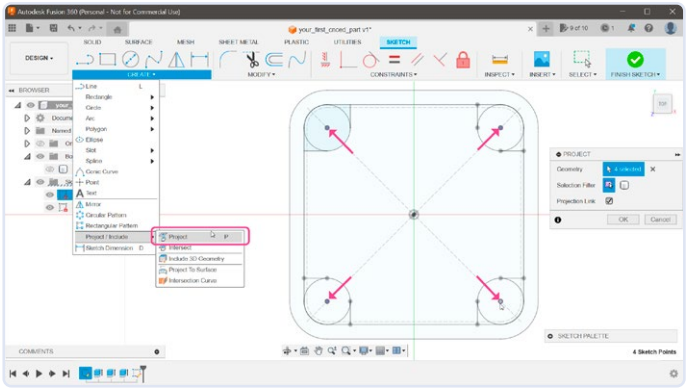

Figuur 14. Herhalen voor de drie andere hoeken.
14. Om die punten naar de nieuwe sketch te kopiëren, selecteer je *Create Project/Include Project* (**figuur 14**). Klik op alle vier de punten en bevestig met de knop *OK*. Als je het 3D-aanzicht draait, zweven die nieuwe punten nu boven de originele sketch.